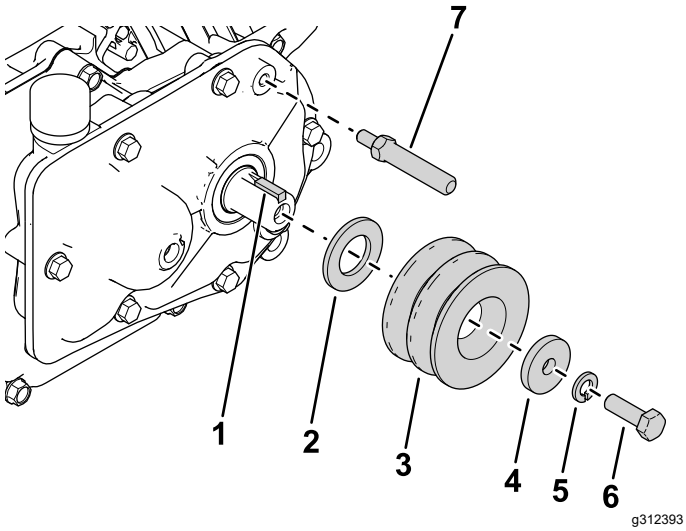

Figura 2
2. Instale la chaveta cuadrada en el árbol de salida (Figura 2).
3. Instale la arandela nueva (M20), la polea motriz, la arandela (5/16"), la arandela de freno y el perno (5/16 x 1"), como se muestra en la Figura 2.
4. Instale el eje de pivote de la tracción en la caja de engranajes (Figura 2).